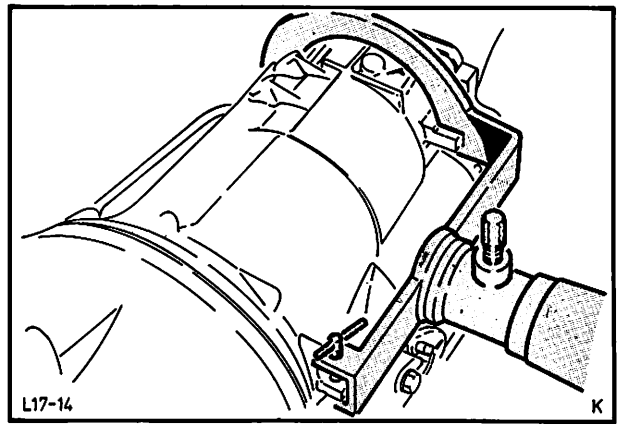

Abb. 39 Getriebe mit Halter 17-006 am Montageständer
1. Drehmomentwandler entfernen und Antriebswelle herausziehen. Das Aussehen des an der Ablaßschraube des Wandlers austretenden Öles bzw. etwa darin enthaltene Rückstände können für die Diagnose von Nutzen sein. (Siehe auch WANDLER PRÜFEN UND REINIGEN unter ALLGEMEINES). Anschließend Getriebe mit montiertem Halter 17-006 am Montageständer befestigen. Abb. 39.